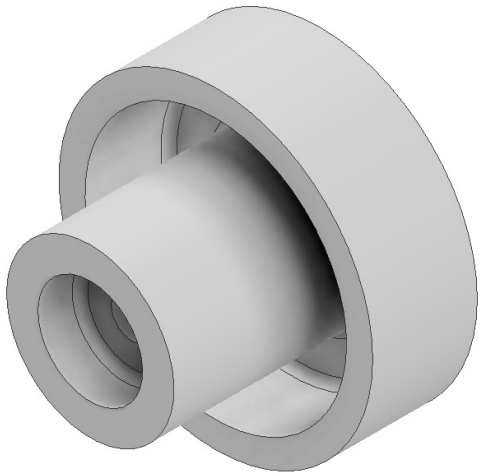

Figure 2-107 *The model created on revolving the sketch*
3. Accept the default values and choose the **OK** button from the **Properties-Revolution** dialog box. The revolved model is shown in Figure 2-107.